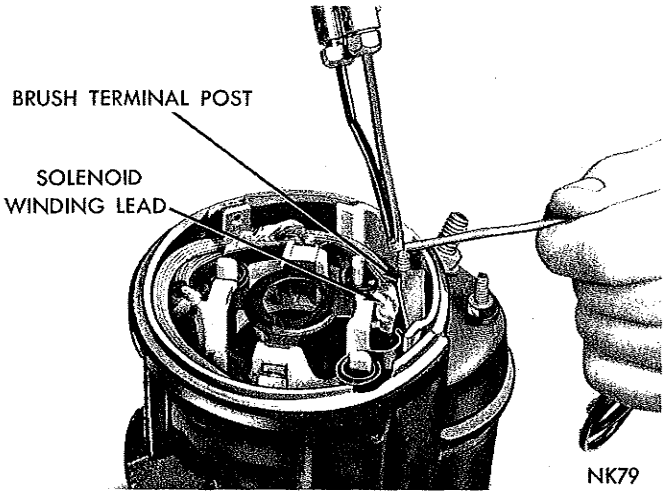

***Fig. 22—Soldering Solenoid Winding Lead to the Brush Terminal***
(14) Wrap solenoid lead wire tightly around brush terminal post (Fig. 22) and solder securely with a high temperature resin core solder and resin flux.
(17) Position brushes with armature thrust washer, (Fig. 22). This will hold brushes out and facilitate proper installation of armature.